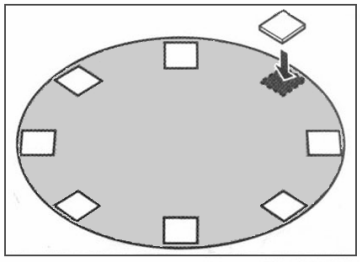

fig. 8
c) Quitar las guías inferiores y las placas base y colocar las baldosas alrededor del círculo donde se encontraban las placas base (fig. 8).